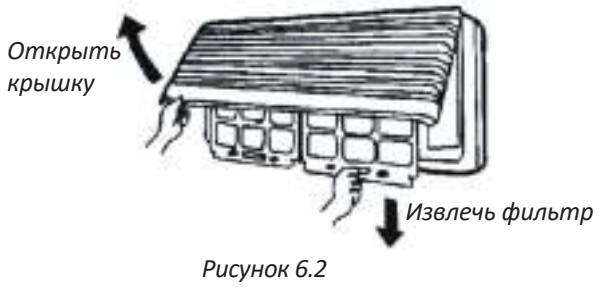

*Рисунок 6.2*
- Для чистки фильтра- сетки необходимо извлечь его из корпуса блока. Для этого откройте крышку передней панели блока и потяните фильтр вниз и на себя (см. рисунок 6.2)